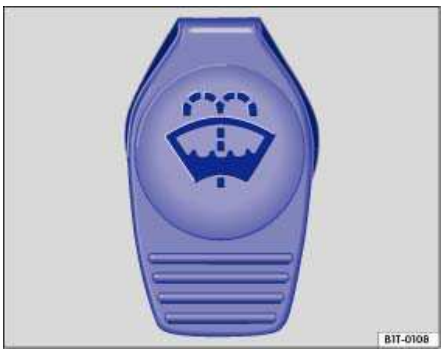

Fig. 82 In the engine compartment: Cap of the windshield washer fluid reservoir.
- The windshield washer fluid reservoir can be identified by the symbol on its cap ⇒ fig. 82.